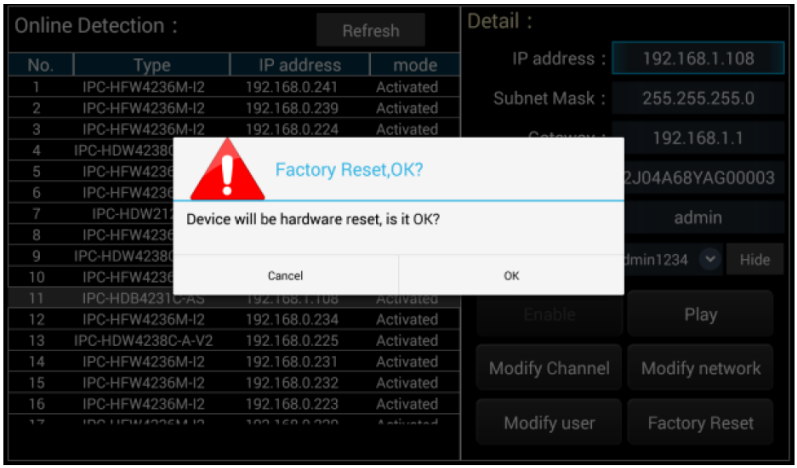

Рис. 185 Сброс к заводским настройкам
7. Для сброса настроек видеокамеры к заводским воспользуйтесь кнопкой Factory Reset (Сброс к заводским настройкам), рис. 185